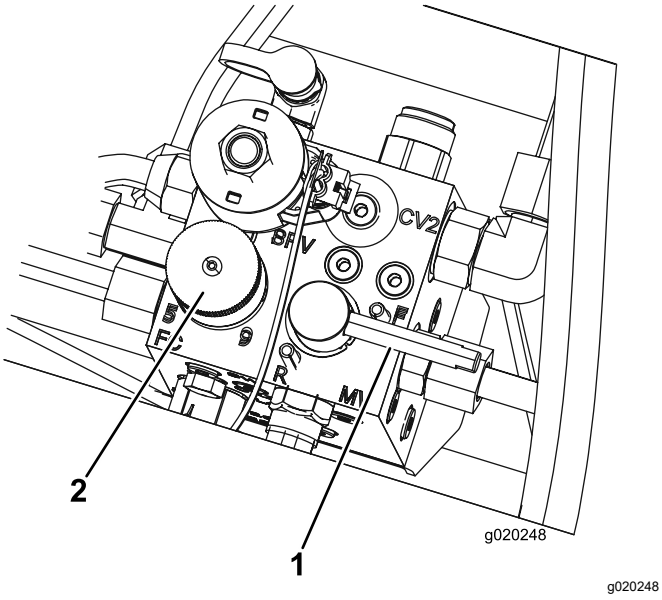

Figur 101
3. Flytta slipningsspaken till läge F (klippning) (Figur 101).